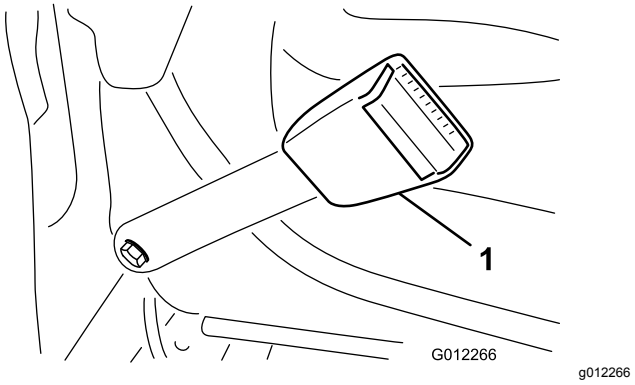

**Figur 6**
1. Saml hver ende af sikkerhedsselens halvdele i hullerne i sædets ryg med to bolte (7/16 x 1 tommer), flade skiver (7/16 tommer) og låseskiver (7/16 tommer) (Figur 6).